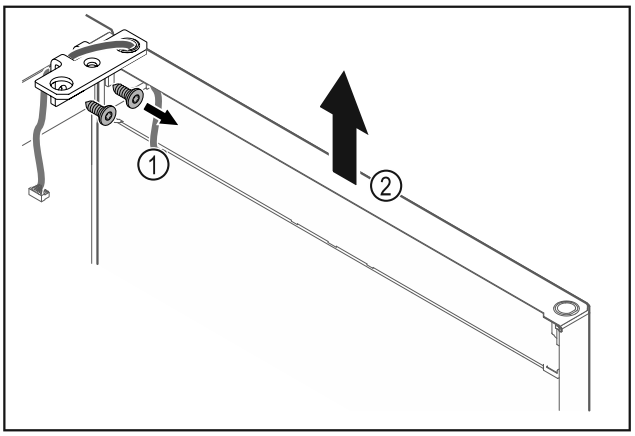

Fig. 21
▶ Desatornillar la escuadra de bisagra *Fig. 21 (1)*.
▶ Levantar la puerta junto con la escuadra de bisagra *Fig. 21 (2)* aproximadamente 200 mm recta hacia arriba y retirar.